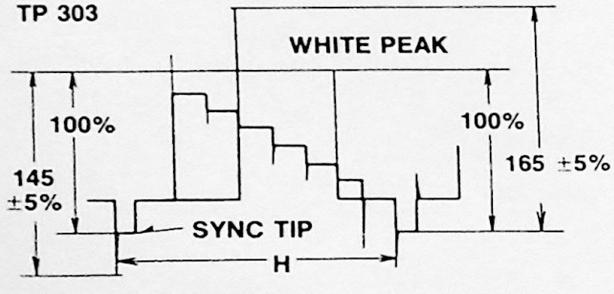

Figure 51. White and Dark Clip Controls
14. Adjust white clip control (R3162) to limit white overshoot to 165% (Figure 51).
15. Adjust dark clip control (R3163) to limit black overshoot to 145% (Figure 51).
12. Adjust white clip control (R3162) to limit overshoot to 165% (Figure 51).
13. Adjust dark clip control (R3163) to limit overshoot to 145% (Figure 51).